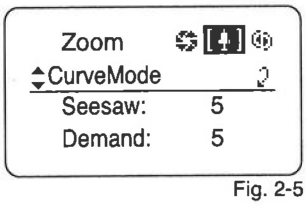

Fig. 2-5
2. Select [Z.M.] using the control key, and then push the Set key. The display is switched to the [CurveMode] screen. (Fig. 2-5)